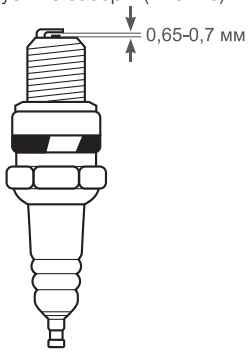

Рис. 46 Проверка свечи зажигания
4. Измерьте специальным щупом зазор между электродами каждой све¬чи зажигания. При необходимости. Установите требуемые зазоры (Рис. 46).